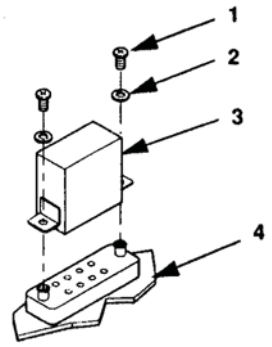

Figure 1. Relay K3-K6 Removal.
Remove two screws (Figure 1, Item 1), washers (2), and relays (3) from relay sockets (4).